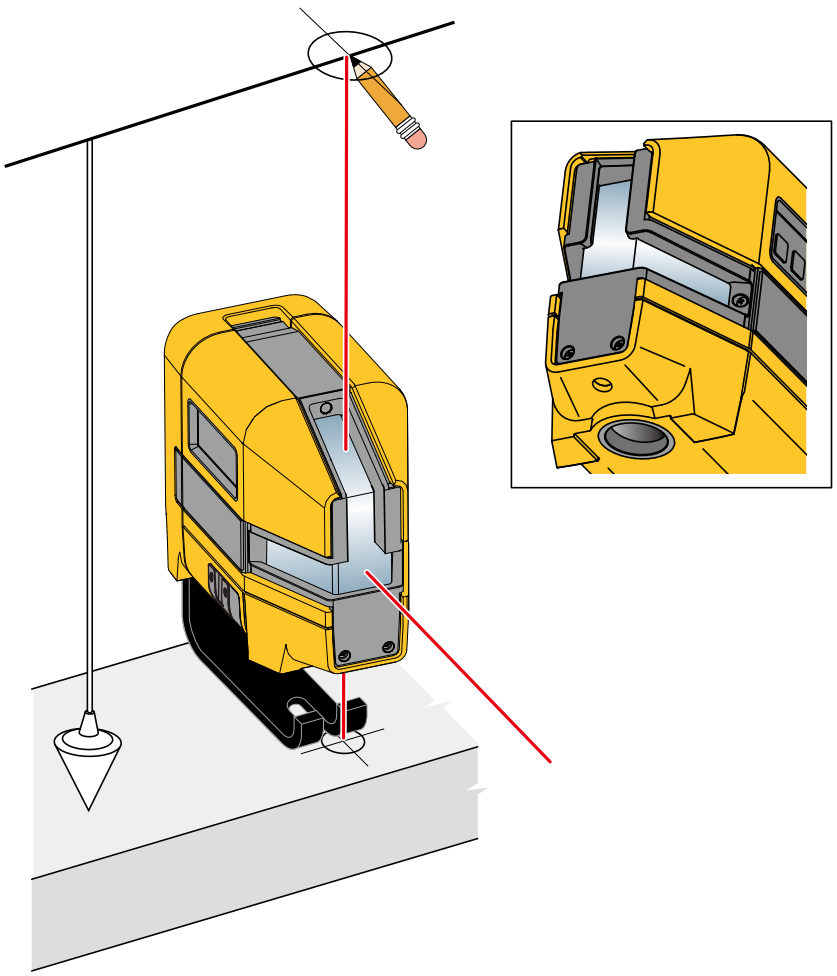

Rysunek 5. Znacznik nowego pionu
2. Ustaw dolny laser nad znacznikiem krzyżowym. Patrz Rysunek 5.